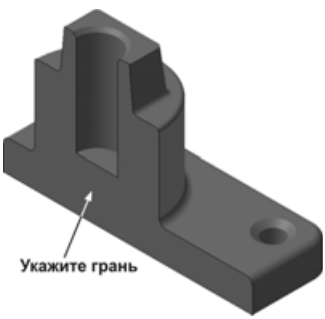

Рис. 2.118
- Измените цвет грани, полученной в результате рассечения детали. Для этого укажите грань (рис. 2.118), затем щелчком правой клавиши вызовите контекстное меню и выполните команду **Свойства грани**.